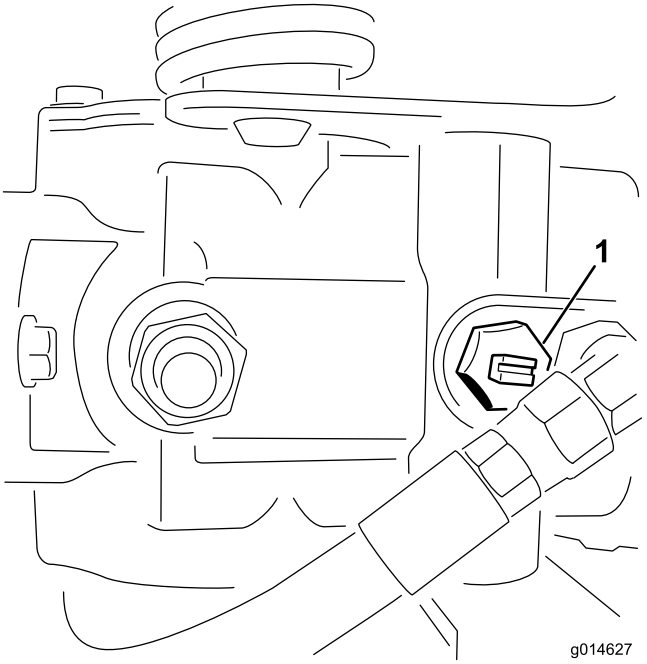

Figur 41
1. Find omløbsventilen på pumpen, og drej den, så rillen er vertikal (Figur 41).
2. Luk omløbsventilen ved at dreje den, så rillen er horisontal (Figur 41), før du starter motoren.